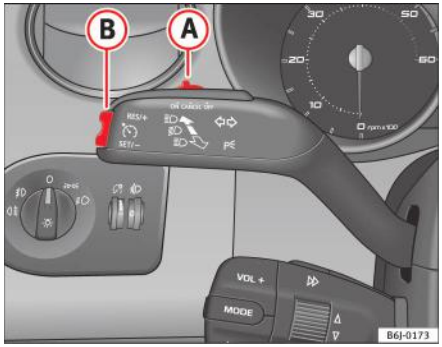

Fig. 105 Maneta pentru semnalizarea direcției și faza lungă: comutatorul și comutatorul basculant pentru tempomat
– Când a fost atinsă viteza pe care doriți să o setați, apăsați scurt, o singură dată, partea inferioară **SET** a comutatorului basculant ⇒ fig. 105 (B).